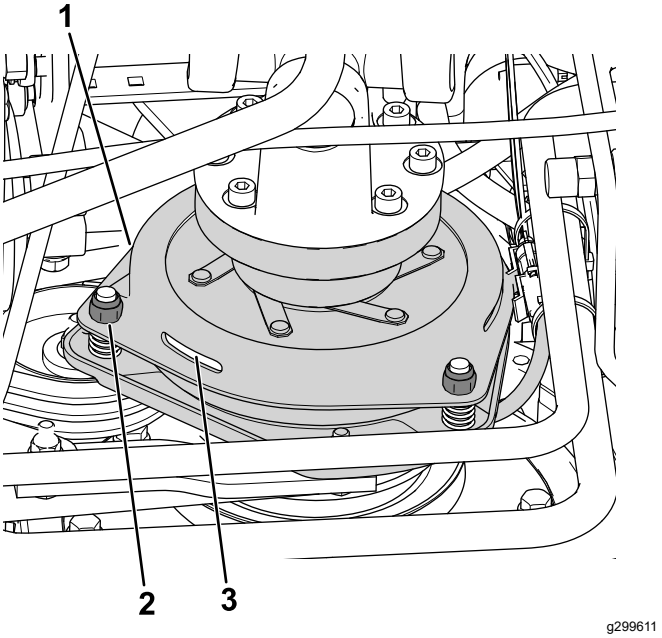

Figur 76
3. Juster mellemrummet, så en søgelære på 0,3 mm kan glide ind mellem koblingsbelægningen og friktionspladen med et let tryk (Figur 76).
Bemærk: Mellemrummet kan reduceres ved at dreje justermøtrikkerne med uret (Figur 76). Det maksimale mellemrum er 0,6 mm. Juster alle 3 mellemrum til 0,4 mm.